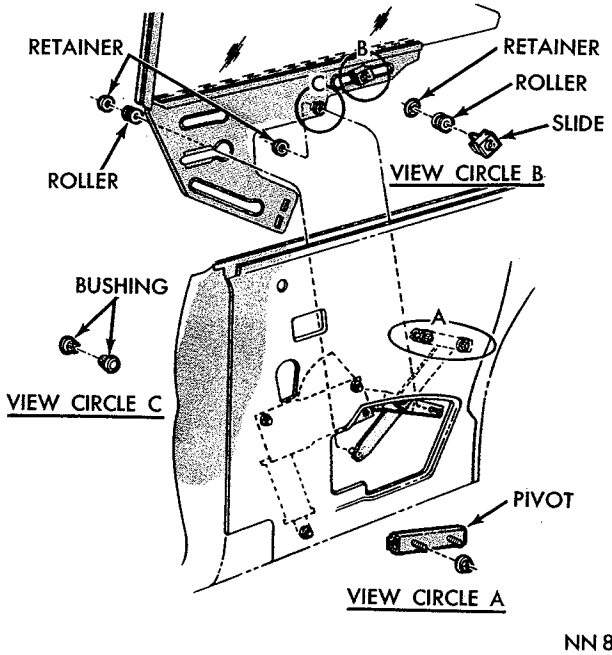

*Fig. 148—Quarter Window Replacement—Hardtop*
(1) Remove retainers attaching regulator arm studs to glass lower frame (Fig. 148).
(2) Support window and remove regulator studs from lower frame.
(3) Remove rollers from slots in glass lower frame.
(4) Remove glass from quarter panel.
(5) Inspect front and rear roller tracks for damage or excessive wear.